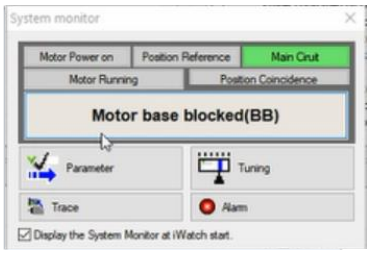

Figure 3
5. The [system monitoring] shortcut window (Figure 3) and the [iWatch+] debugging window (Figure 4) will be displayed after successful connection.